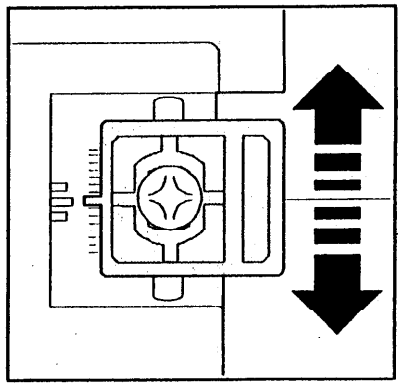

Рис. 3. Отрегулируйте положение стопора лотка
2. (Рис. 3): Отрегулируйте положение стопора лотка.